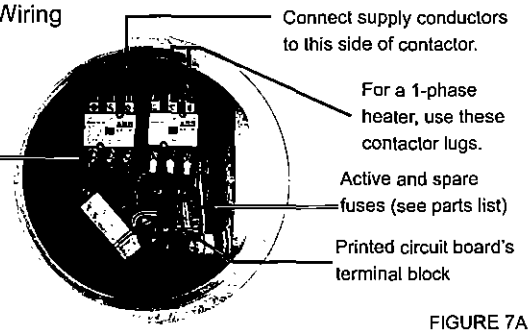

FIGURE 7A
1. The supply conductors, ground conductor, and room thermostat conductors (see point 2, page 5) all pass through the 1" NPT opening (see Figure 6) and are to be wired into the control enclosure (see Figure 7A).